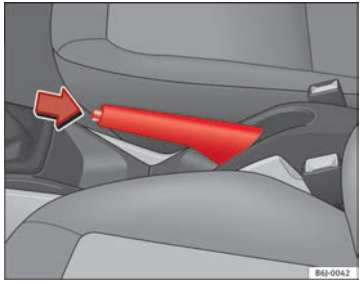

Fig. 122 Handbrake between the front seats
– Pull the handbrake lever up firmly ⇒ Fig. 122.
– Pull the lever up slightly and press the release knob in the direction of the arrow ⇒ Fig. 122 and guide the handbrake lever down fully ⇒ ⚠.